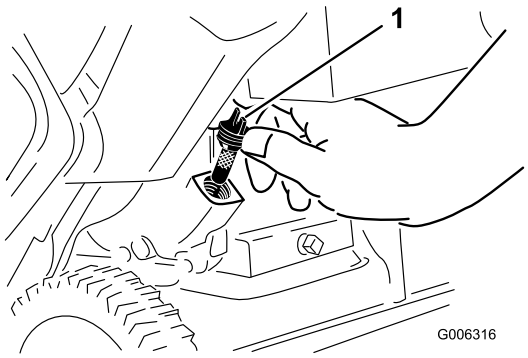

Figur 7
2. Rengjør rundt oljelokket (Figur 7).